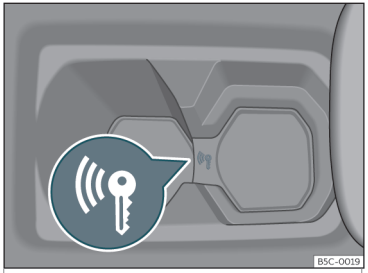

Fig. 135 In the centre console: emergency start. »
- Immediately after pushing the start button, place the key in the drink holder of the centre console››› **Fig. 135**, as close as possible to the *Kessy* logo.